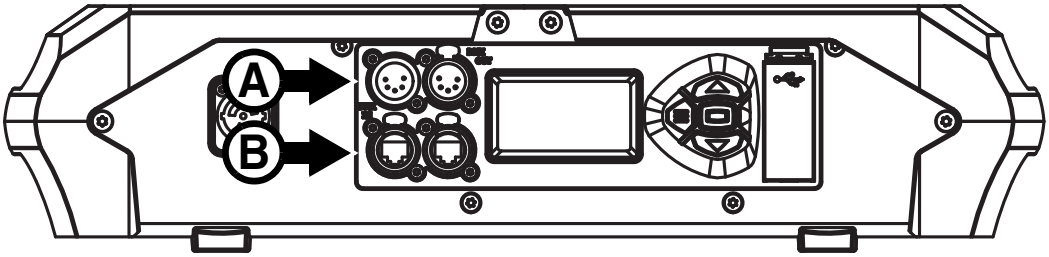

Bild 8: Datenverbinder
- ein Paar XLR-Verbinder (**A** in Bild 8), und
- ein Paar etherCON-Verbinder (**B** in Bild 8).
Der MAC Ultra Performance ist mit 5-poligen DMX-Verbindern (siehe **A** in Bild 8) für DMX- und RDM-Signale ausgestattet. Die Pinbelegung ist wie folgt:
Der MAC Ultra Performance ist mit Neutrik etherCON-Verbindern (siehe B in Bild 8) für DMX- und RDM-Signale über Art-Net, sACN und das Martin P3 Videoprotokoll ausgestattet. Jeder Verbinder kann als Eingang, der andere Verbinder als Ausgang verwendet werden.